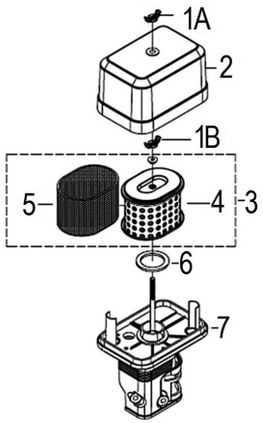

Рис. 15 Обслуживание воздушного фильтра
1. Открутите барашковую гайку 1А и снимите крышку 2 воздушного фильтра (Рис. 15).
2. Открутите барашковую гайку 1В и извлеките из корпуса воздушный фильтр 3 в сборе (Рис. 15).
Поролоновый (предварительный) фильтрующий элемент 5 установлен на корпусе бумажного фильтрующего элемента 4 (Рис. 15).
5. Произведите очистку крышки 2 и корпуса 7 воздушного фильтра (Рис. 15), не допуская попадания пыли и грязи в воздуховод, ведущий к карбюратору.
7. Перед установкой воздушного фильтра убедитесь, что уплотнительное кольцо 6 воздушного фильтра находится на месте и не имеет повреждений (Рис. 15).